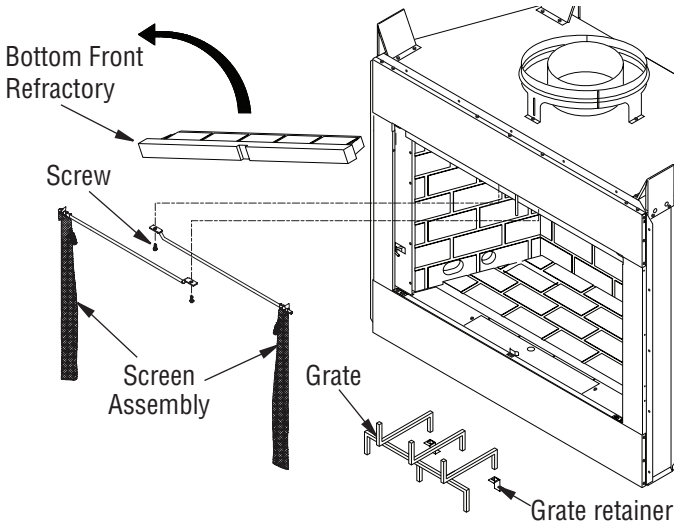

Figure 2 - Removing Screen Assembly, Bottom Front Refractory and Grate.
2. Remove 2 screws retaining the screen assemblies and slide screen rods out of mounting holes located behind facial opening (see Figure 2).
4. Remove front brick access panel by lifting and angling out of fireplace opening (see Figure 2).